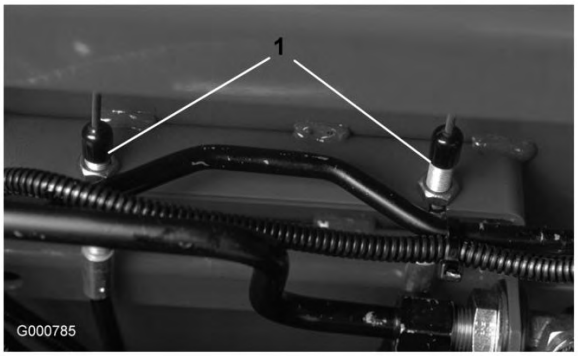

Figura 73
2. Para reduzir a folga dos pedais de travão, aperte-os, libertando a porca dianteira que se encontra na extremidade roscada do cabo do travão (Figura 73). Depois, aperte a porca traseira para deslocar o cabo para trás até que os pedais dos travões apresentem uma folga de 1,25–2,5 cm. Aperte as porcas dianteiras após a conclusão do ajuste.